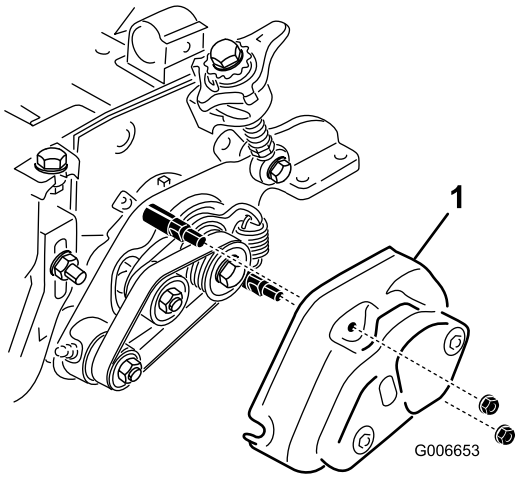

Figuur 49
8. Zorg dat de moeren op kappen van de groomer en de rolborstel (Figuur 49) niet te vast worden aangedraaid.